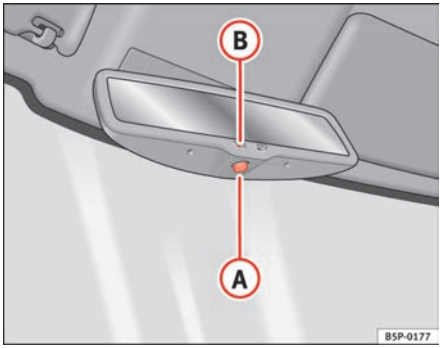

Fig. 62 Automatic anti-dazzle interior mirror.
– Press button (A) ⇒ fig. 62. Warning lamp (B) goes out: ▶
– Press button (A) ⇒ page 99, fig. 62. Warning lamp is lit.